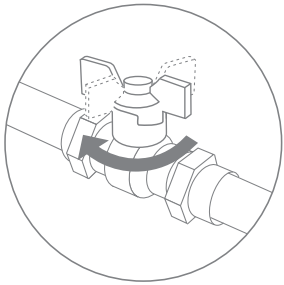

Рис. 7
1. Перекройте подачу холодной воды к месту подключения (рис. 7) и сбросьте давление воды в магистрали водопровода, открыв вентиль смесителя.